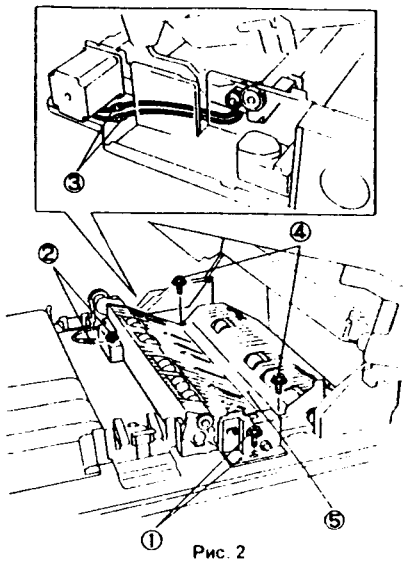

Рис. 2
8. (Рис. 2): Снимите узел регистрации.
①. Ослабьте винт и снимите узел накладки регистрации.
②. Ослабьте винт и отсоедините провод подачи напряжения смещения на желоб.
③. Отсоедините P/J116 (датчик регистрации) и P/J214 (соленоид затвора регистрации).
④. Отверните винты (2).
⑤. Снимите узел регистрации.